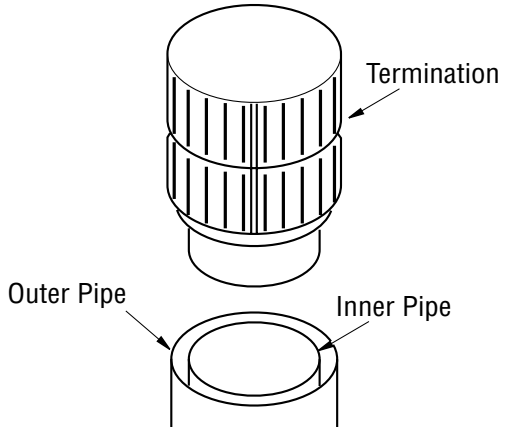
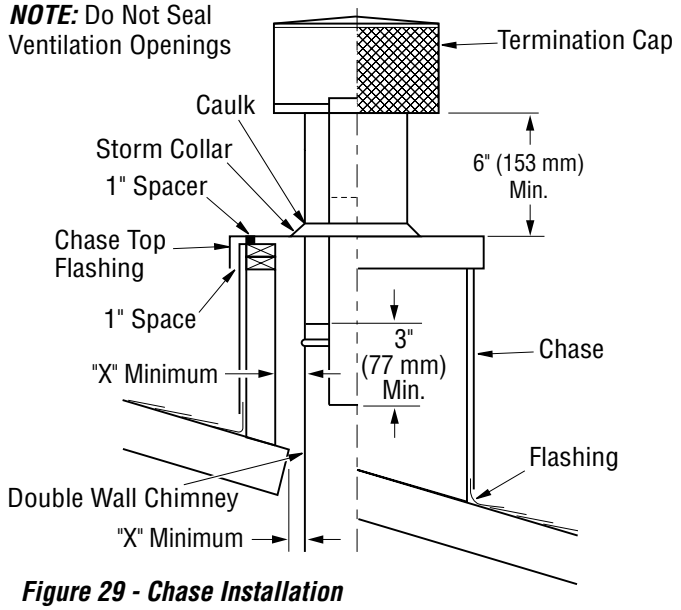

Figure 28- Installing Termination Cap
Figure 29 - Chase Installation
2. Place termination cap over opening. Slip stainless steel inner pipe of termination into inner stainless steel chimney section *(see **Figure 28**)*. Place galvanized steel over chimney outlet *(see **Figure 29**)*.
3. Attach storm collar where chimney pierces opening in flashing. Caulk where storm collar touches outer chimney pipe *(see **Figure 29**)*.